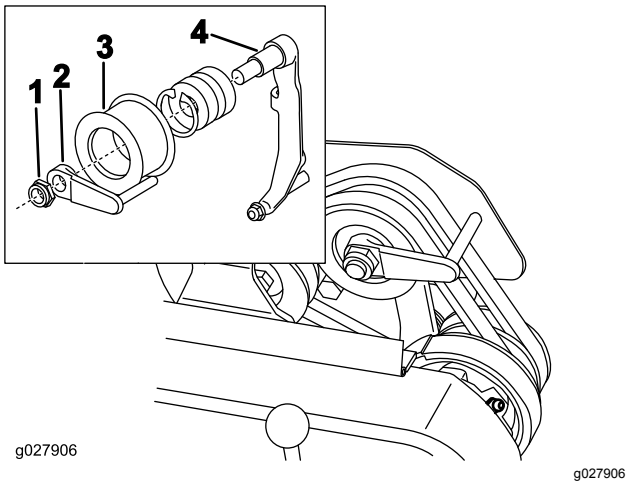

Figur 47
8. Justera remstyrningen så att det går lättare att skjuta eller dra maskinen utan att starta motorn (Figur 47, infällning) på följande sätt: